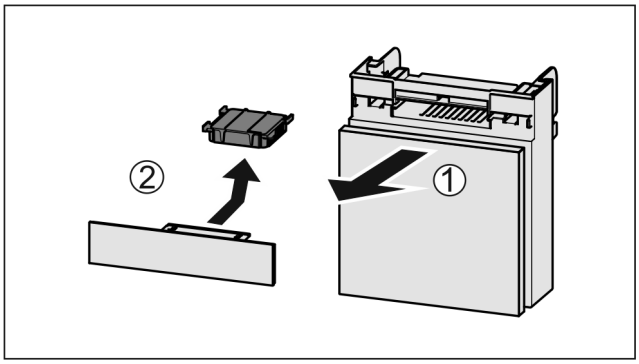

*Fig. 134*
▶ Retire el compartimiento hacia delante *Fig. 134 (1)*.
▶ Retire el filtro de carbón activo *Fig. 134 (2)*.